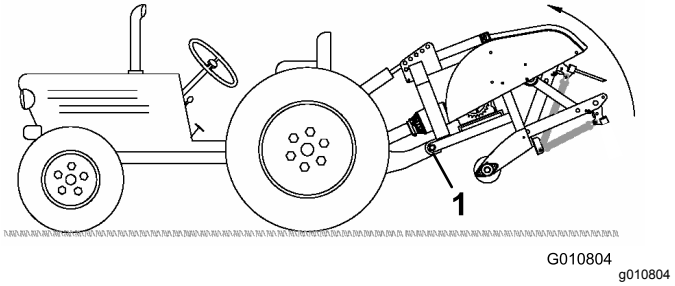

**Figur 26**
**Obs:** För att undvika att höja för mycket ansluter du lyftarmarna på traktorenheten till de övre hålen på lyftfästet (i förekommande fall) (Figur 26). Maxvinkeln för kraftuttagsaxeln är 35°.